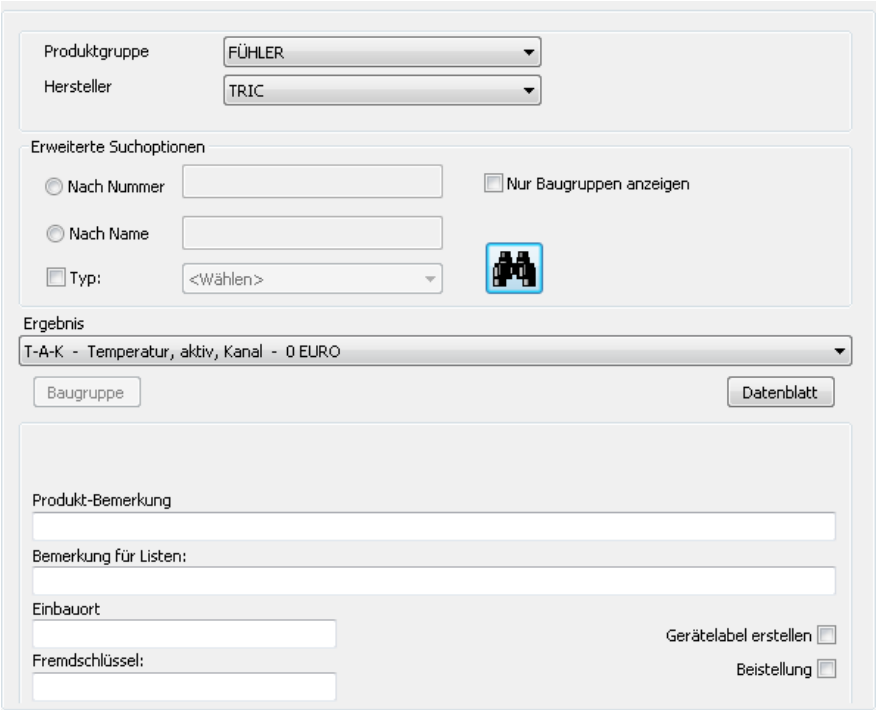

Bild 33.14 – Zuordnung eines Produktes – und damit auch der Produktnummer
- Öffnen Sie Sie den Außentemperaturfühler mit Doppelklick zur Bearbeitung. Wechseln Sie zur Rubrik *Produkte*. Ordnen Sie ihm den TRIC-Fühler *T-A-K Temperatur, Aktiv, Kanal* zu und bestätigen Sie (Abb. 33.14).